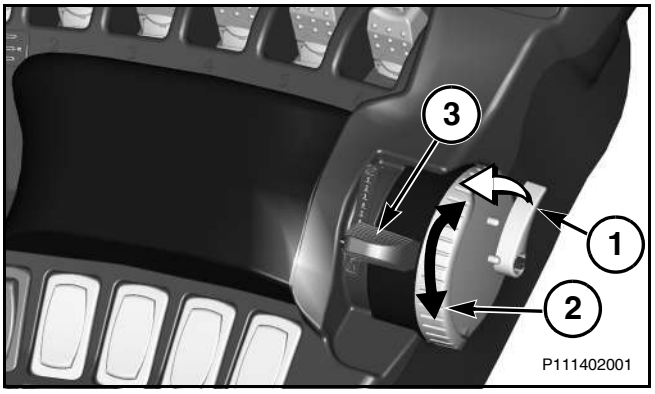

Рис. 143
Рис. 143: Регулируемый ограничитель глубины опускания расположен на рычаге управления трехточечной сцепки. Ограничитель глубины ограничивает ход рычага вниз. Отрегулируйте ограничитель глубины (1) таким образом, чтобы он прикоснулся к рычагу, находящемуся в требуемом положении. Рычаг управления трехточечной сцепки может выходить за пределы регулировки ограничителя глубины. Чтобы передвинуть рычаг управления трехточечным навесным устройством, минуя ограничитель глубины, нажмите кнопку (2).